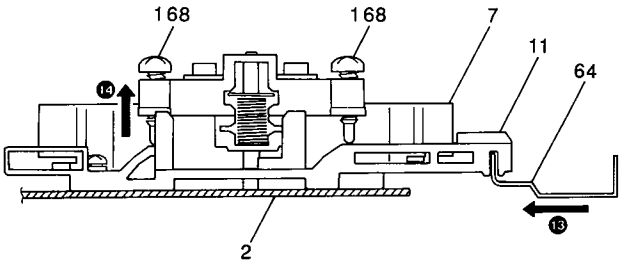

Fig. 9
d) The shift plate (11) is moved in direction of arrow (⓫), and head moves up and down per arrows (⓬ , ⓭ and ⓮) in Fig.9.